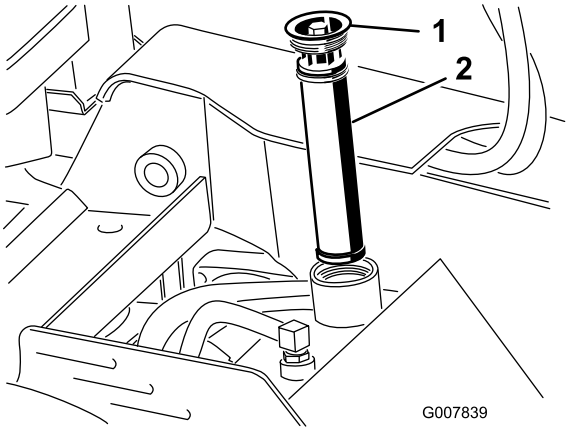

Figur 59
5. Ta bort och släng det gamla filtret (Figur 59).
6. Montera det nya hydraulfiltret och påfyllningslocket (Figur 59) och dra åt skruven ovanpå till 13–15,5 Nm.
6. Ta bort hydraultanklocket och filtret (Figur 59).
12. Montera hydraulfiltret och påfyllningslocket (Figur 59) och dra åt skruven ovanpå till 13–15,5 Nm.